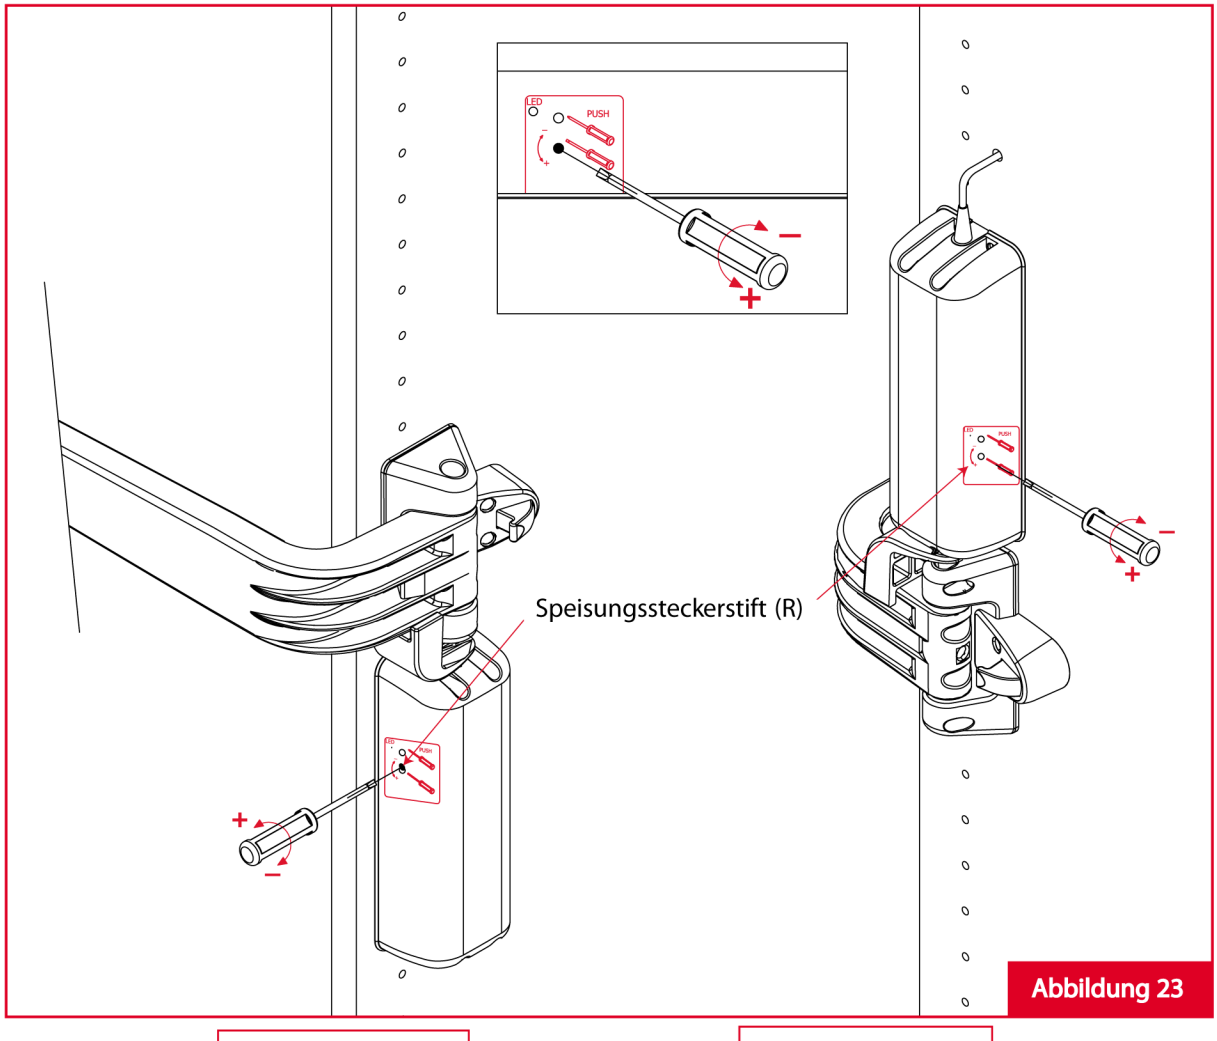

Abbildung 23
1. Bei geschlossener Tür, drücken Sie die Taste MOT auf der Mehrfachfunktions-Fernbedienung (24) oder die Singel-fernbedienung (25) um die Tür zu öffnen.
2. Einstellen Sie die Geschwindigkeit der Tür-Öffnung durch den Speisungssteckerstift (R) auf dem Gehäuse des elektrischen MOTION (Abbildung 23).